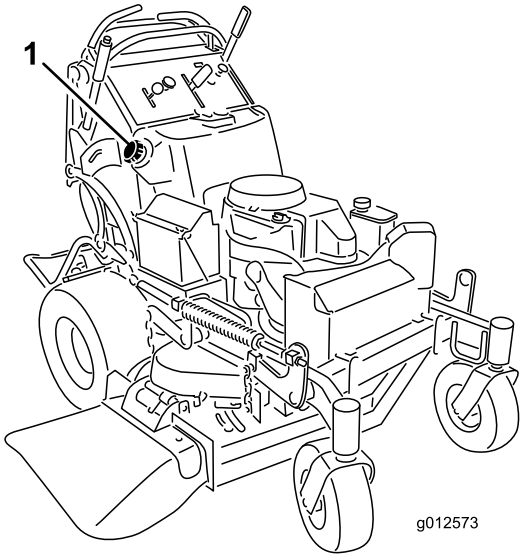

Figure 50
5. À l'aide du siphon, vidangez le carburant dans un bidon propre (Figure 50).